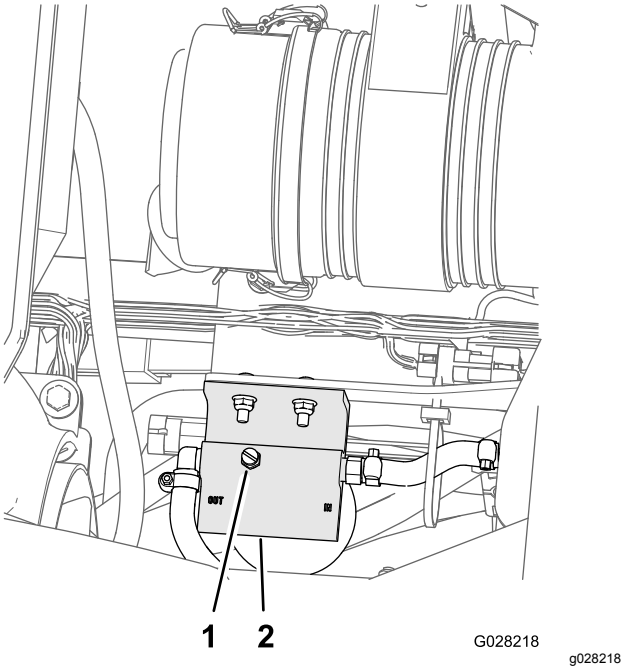

Figuur 73
5. Zet de ontluchtingsplug bovenaan het brandstoffilter/waterafscheider los (Figuur 73).
7. Maak de ontluchtingsplug (Figuur 73) vast en draai de starterschakelaar naar UIT.